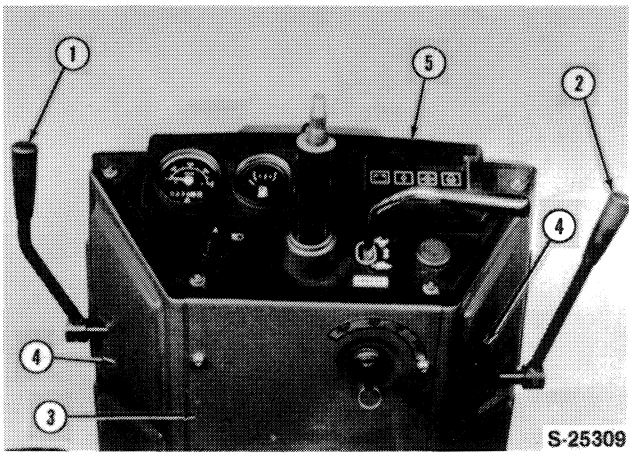

Figure 4
6. Remove the roll pins from the speed control and PTO control levers (1) and (2) and remove the levers, Figure 4.